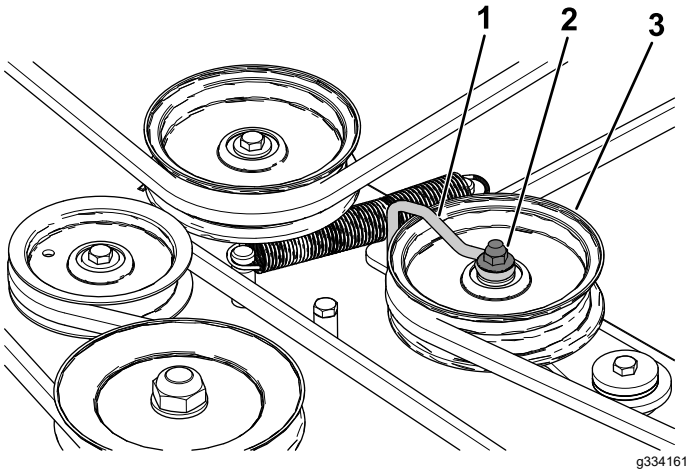

Figur 61
6. Lossa muttern som fäster kabelslangen på mellanremskivan (Figur 61).
10. Dra åt muttern som fäster kabelslangen på mellanremskivan (Figur 61).
Obs: Positionera kabelslangen mot mellandrevsarmen enligt Figur 61.